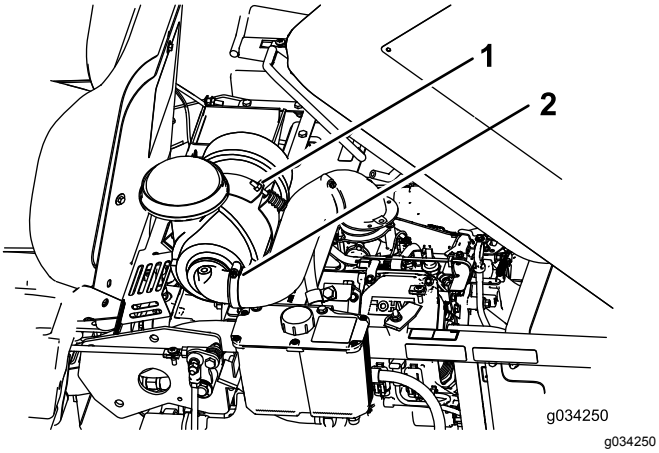

Figur 32
2. Lossa skruven som fäster luftrenaren (Figur 32).
3. Lossa klämman som håller fast slangen och ta bort luftrenaren (Figur 32).